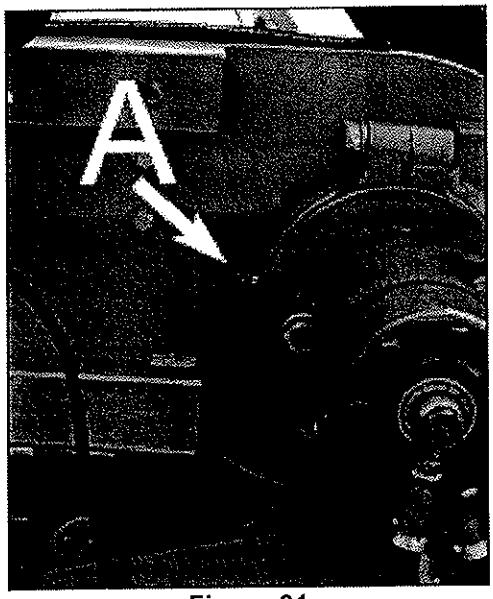

Figure 31
- Les paliers arrière de la chaîne de convoyage (figure 31, repère A) : 2 coups de pompe à graisse à chaque fois.